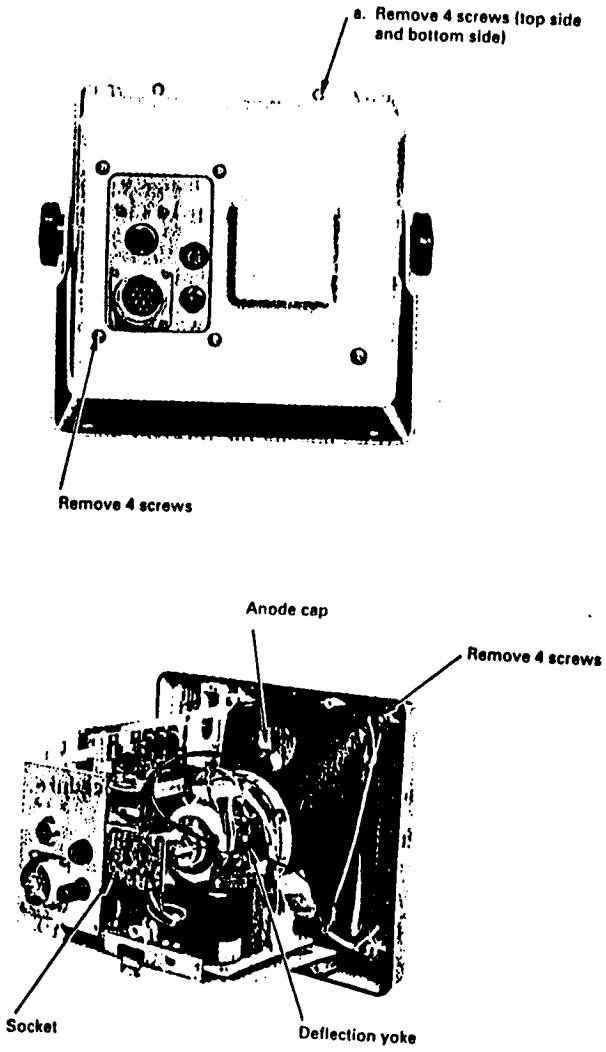

FIG. 5-5
(3) MIC Frontend E 301
(4) Cathode-ray tube V 401 (See Fig. 5-5)